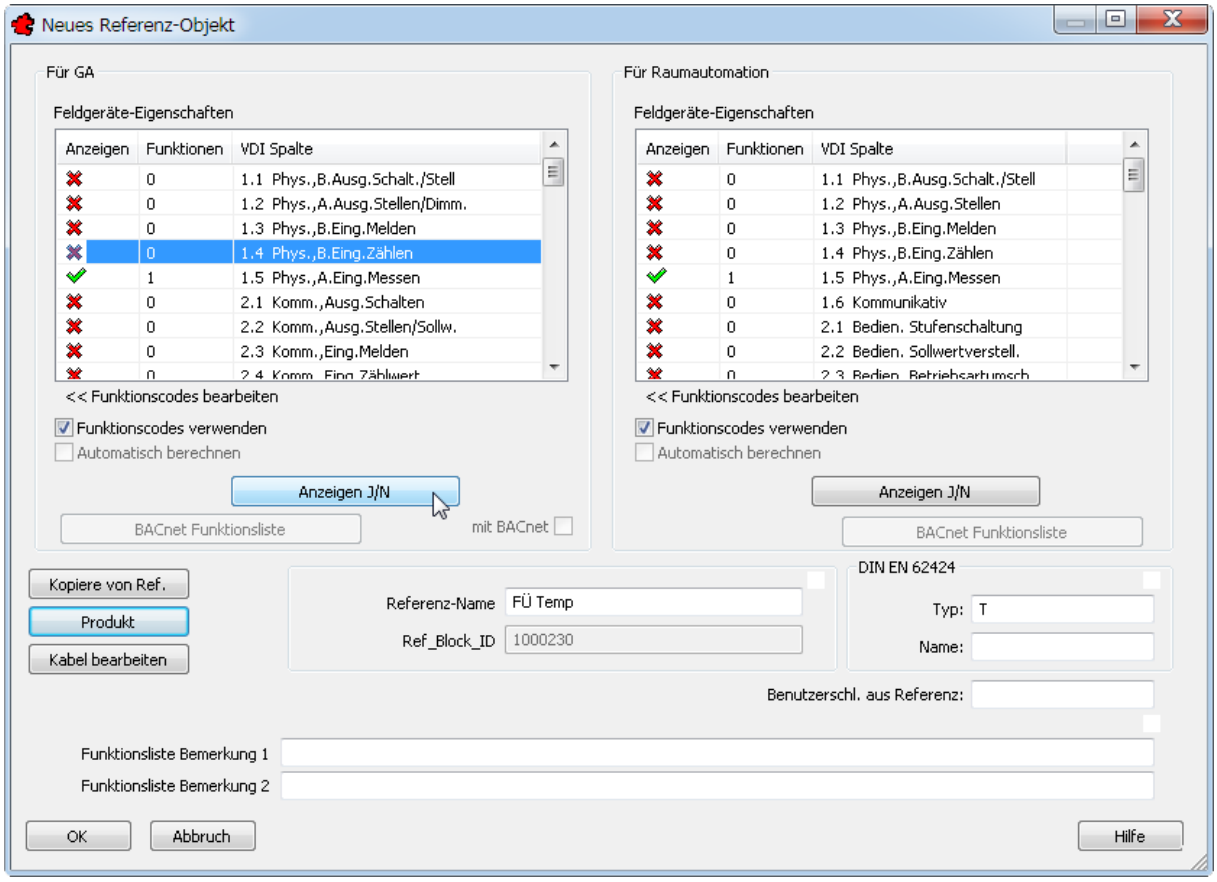

Bild 32.22 – Konfiguration eines neuen Referenzobjekts
Im Dialogfeld *Neues Referenz-Objekt* geben Sie zunächst einen *Referenz-Namen* ein (Abb. 32.22).
- Vor Abschluss erscheint das Dialogfeld *Bearbeiten Referenzobjekt <Name>*, das der Dialogbox *Neues Referenzobjekt* exakt gleicht (vgl. Abb. 32.22).
- Geben Sie die Zielseite an und bestätigen Sie. Hierauf erscheint die Dialogbox *Bearbeiten*, in der Sie das Referenzobjekt zuvor konfigurieren können. Sie gleicht exakt der Dialogbox *Neues Referenzobjekt* (vgl. Abb. 32.22).